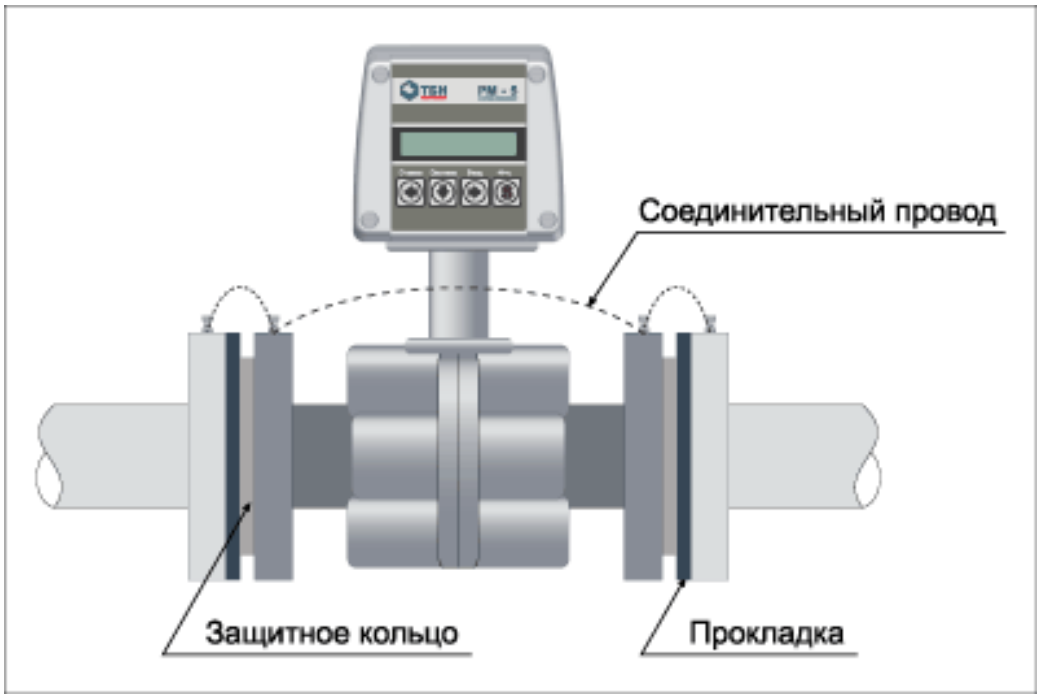

Рисунок 9 — Необходимые электрические соединения датчиков расхода
2.2.2.15 При монтаже датчика расхода необходимо электрически соединить его фланцы между собой, а также каждый его фланец с соответствующим ответным фланцем трубопровода (рисунок 9).